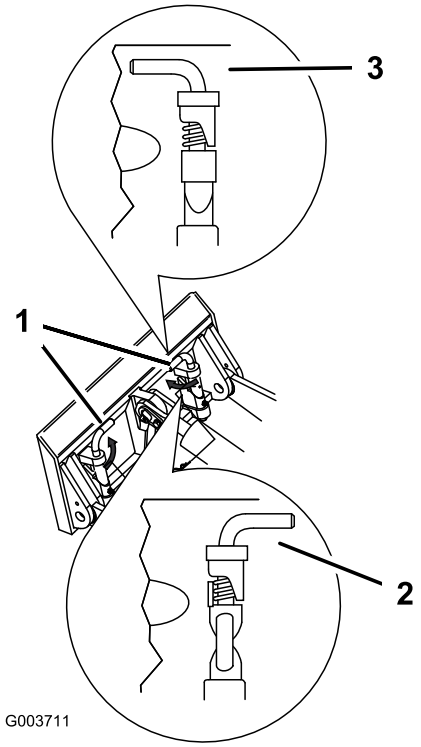

Figuur 21
7. Zet de snelkoppelingspennen vast en zorg ervoor dat deze volledig in de bevestigingsplaten zitten (Figuur 21).